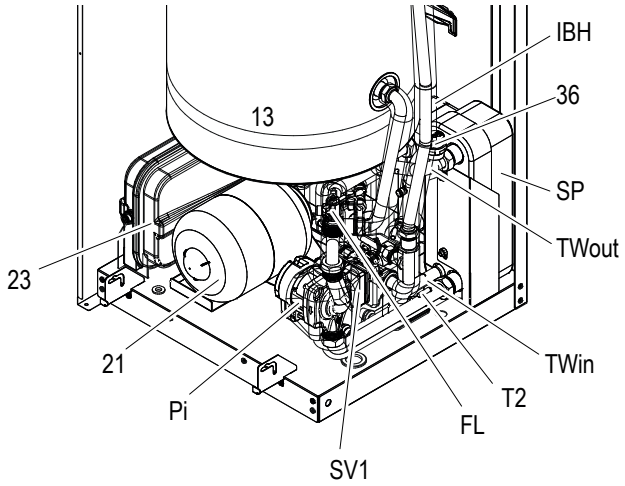
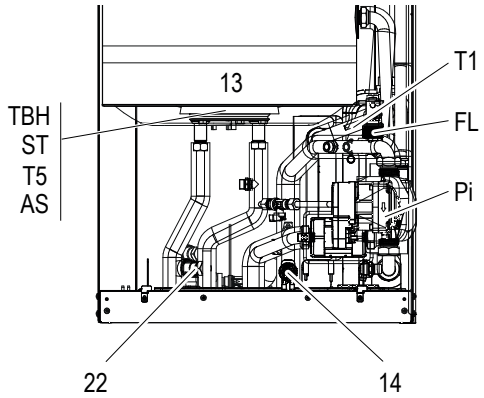
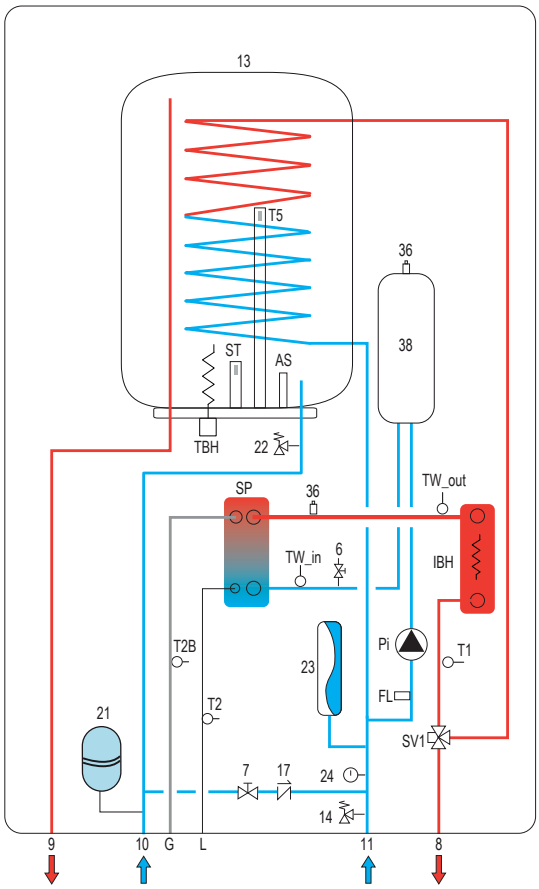
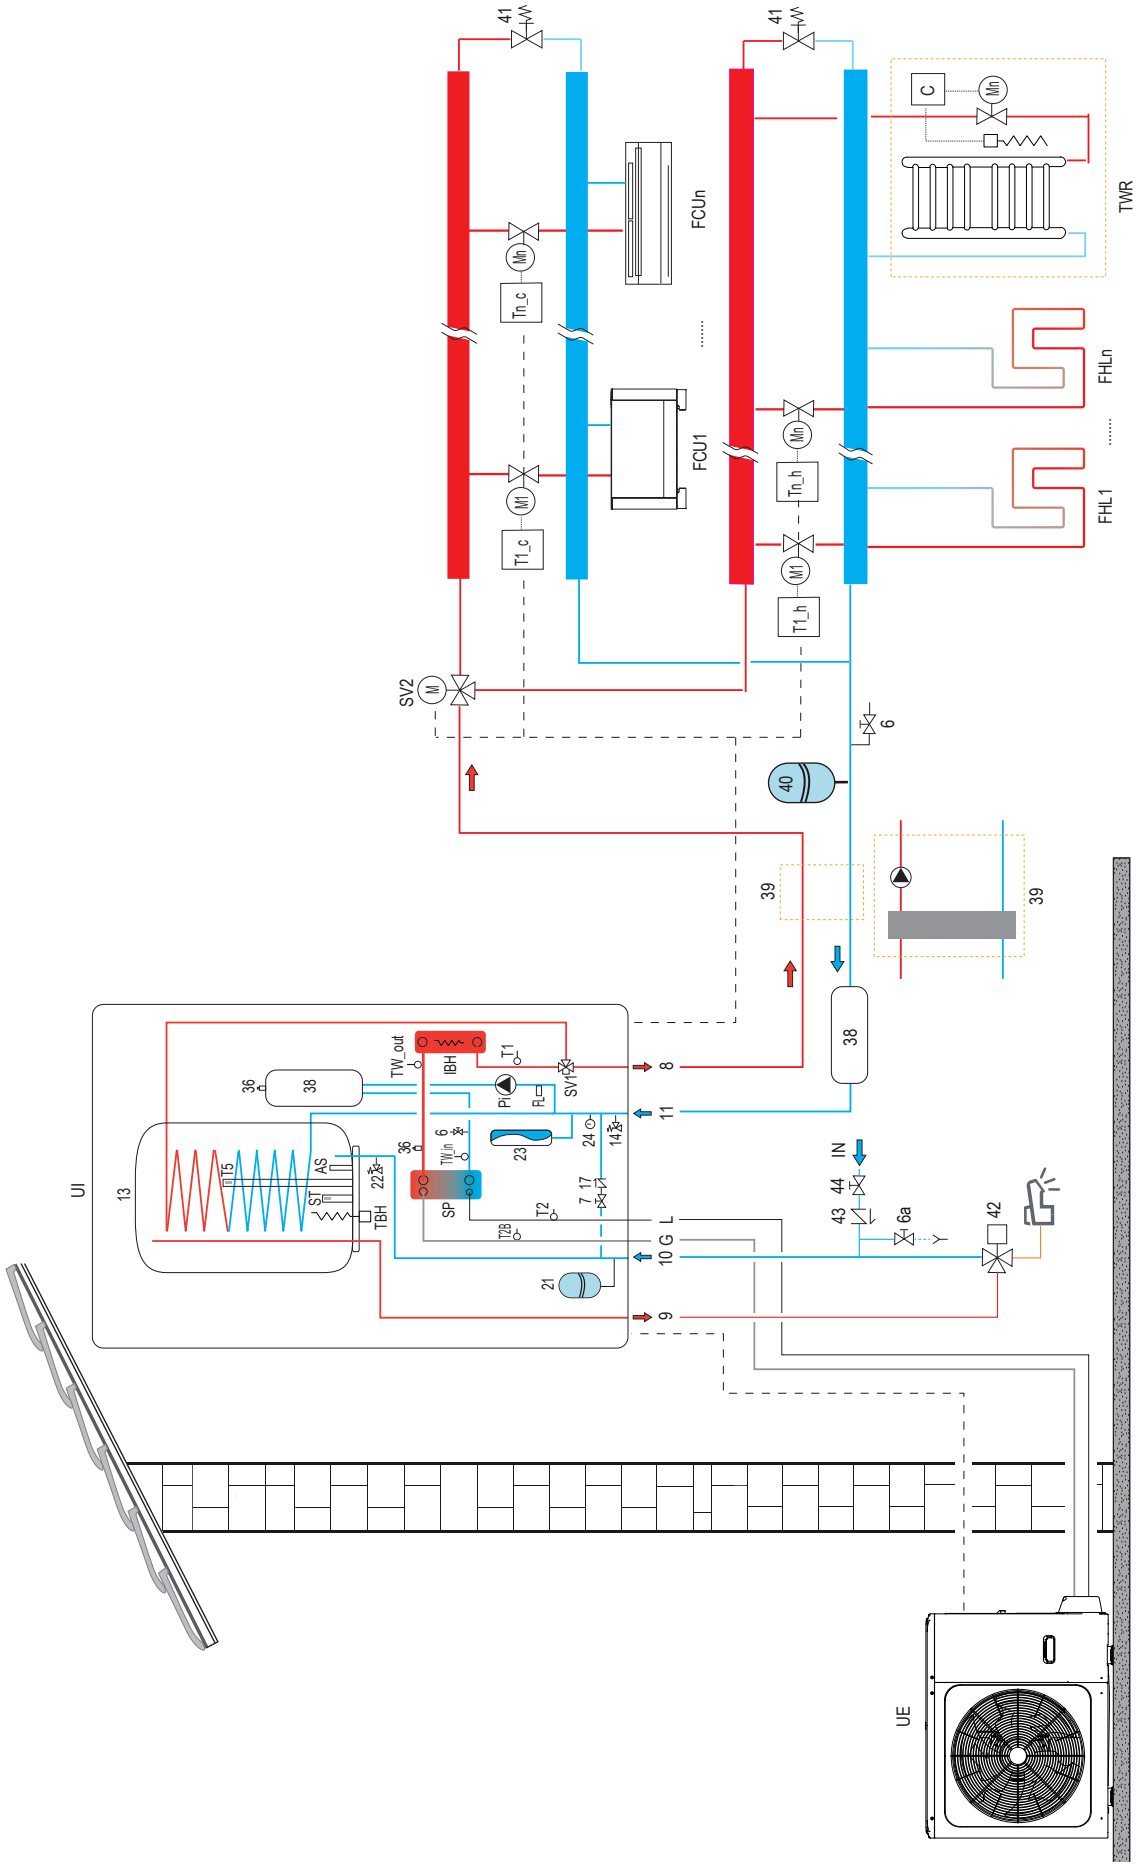

fig. 4 - Vedere de ansamblu
fig. 5 - Descrierea componentelor - vedere frontală (fără ref 21 și 23)
fig. 6 - Schemă hidraulică unitate internă
fig. 7 - Exemplu de diagramă a sistemului
LEGENDĂ („fig. 4 - Vedere de ansamblu", „fig. 5 - Descrierea componentelor - vedere frontală (fără ref 21 și 23)", „fig. 6 - Schemă hidraulică unitate internă", „fig. 7 - Exemplu de diagramă a sistemului"
Pentru legenda din fig. 7 consultați pagina anterioară.